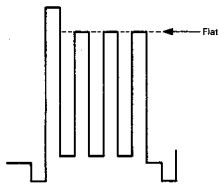

Fig. 6 Oscillogramme du signal chroma de sortie
(1) Connecter un signal barre de couleur PAL.
(2) Connecter l'oscilloscope en broche ③ du connecteur CT.
(3) Mettre le potentiometre "SHARPNESS" en position mediane et appuyer sur le bouton "OPTIMUM".
(4) Ajuster SUB-COLOUR VR202 afin d'obtenir un plat dans le haut du signal. (Voir Fig. 6)